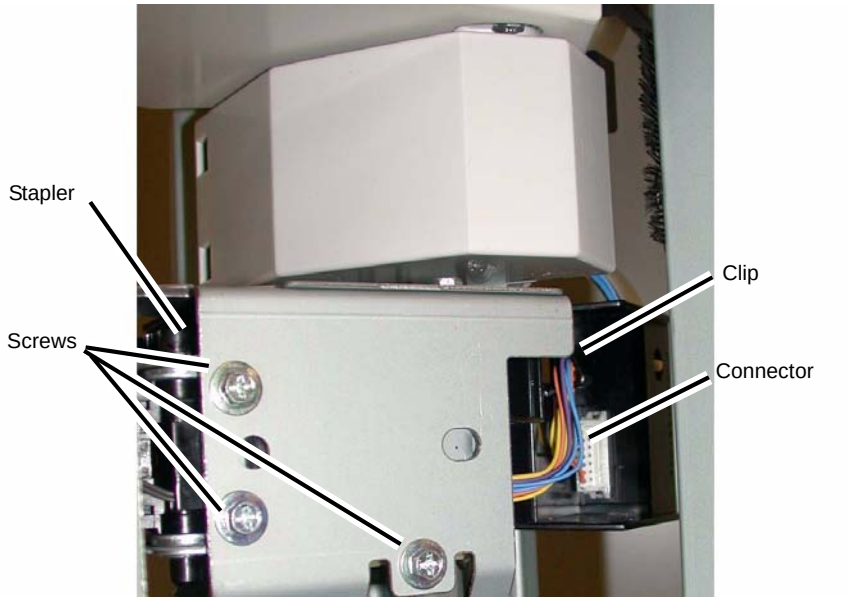

Figure 4 Removing the Stapler
7. Remove the Stapler (Figure 4).